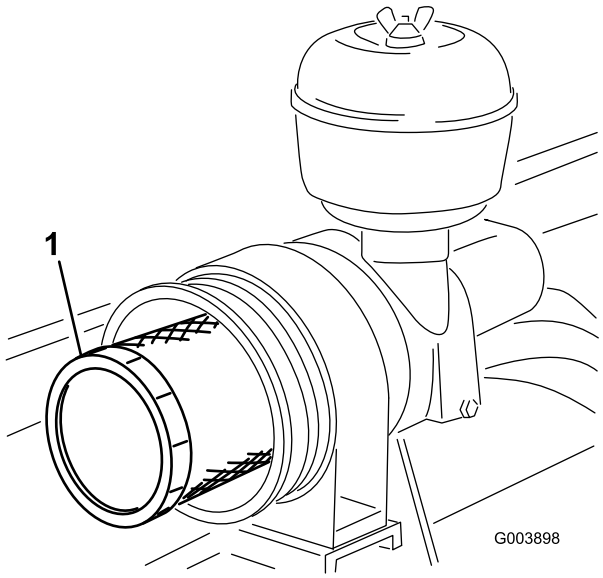

Figur 51
3. Ta ut og skift det primære filteret (Figur 51).